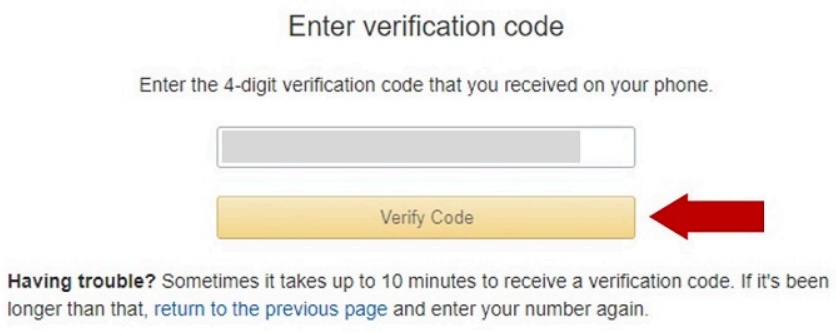

Figure 8. Create an AWS IoT Core account - Enter verification code
7. Enter the verification code that was sent to your cell phone and click *Verify code* as shown in Figure 8: